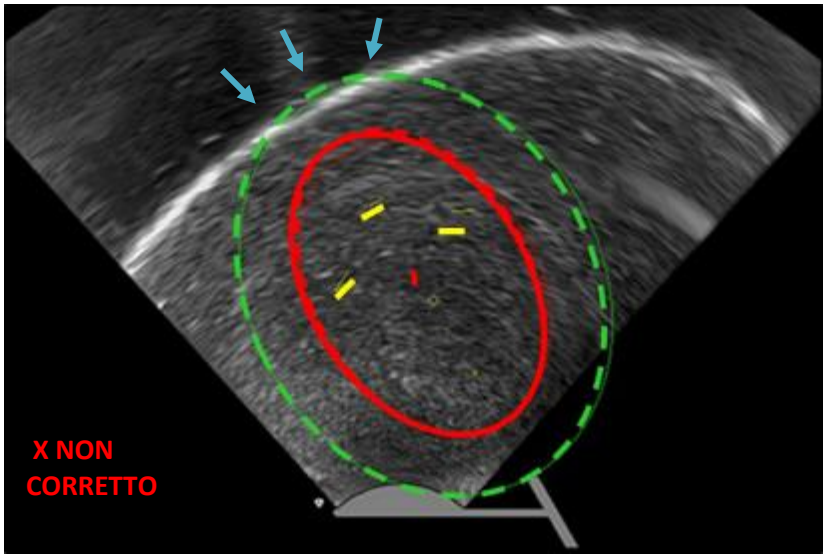

Figura 4-22. Esempio di confine di sicurezza termica che attraversa la sierosa. Riposizionare e ripetere le rotazioni di sicurezza.
- retrarre completamente l'introduttore e riposizionare la SMART Guide (vedere la Figura 4-22).